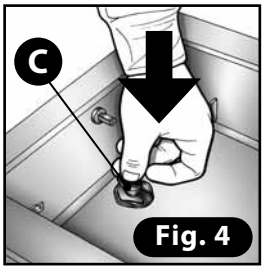

Fig. 4
5) Colocar el capuchón de protección **(C)** en el agujero central de la manera ilustrada en **(Fig. 4)**.
4) Aplicar la cinta nueva **(Fig. 4)** cortando la parte excedente de los dos extremos **(Fig. 5)**.